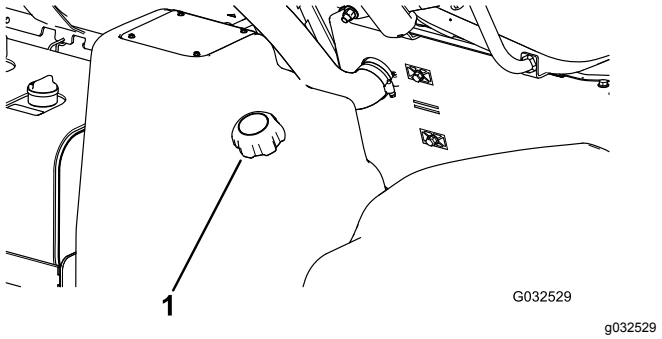

Figur 15
2. Rengör området runt tanklocket (Figur 15).